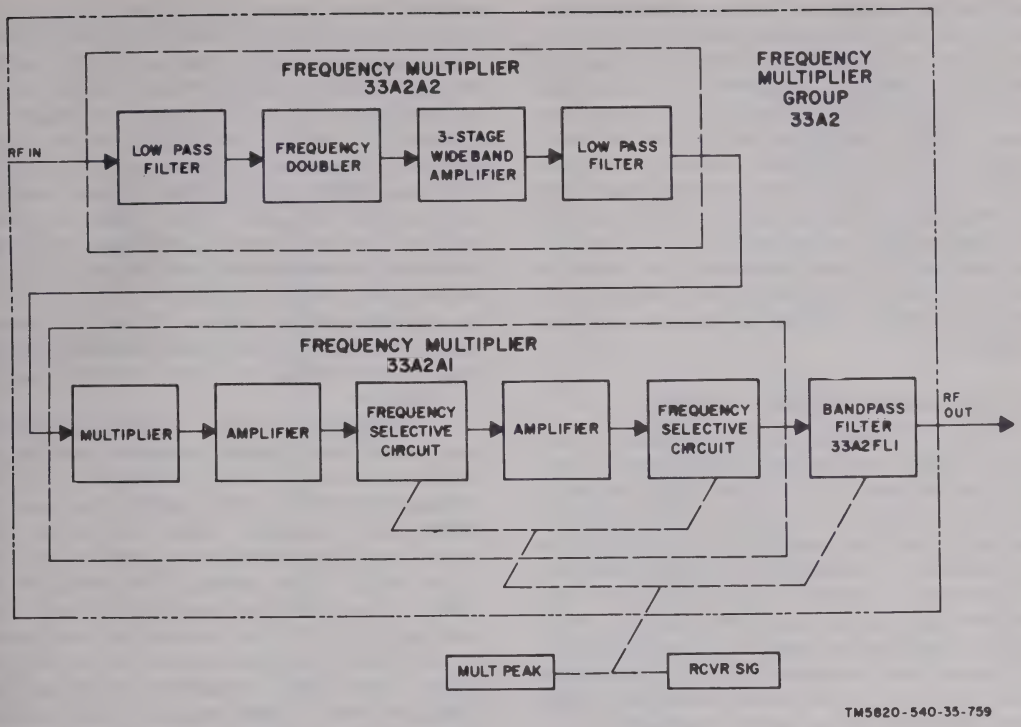

Figure 2–67. Frequency multiplier group 33A2, block diagram.
b. Block Diagram Analysis (fig. 2–67). The RF input in the range of 95 to 145 MHz, at a level of +15 dbm, is fed into the low pass filter section of frequency multiplier 33A2A2 where the unwanted signals are removed. The filtered signal is then fed to the full-wave diode frequency doubler and then amplified in the 3-stage wideband RF amplifier. The output signal in the frequency range of 190 to 290 MHz is filtered again in the low pass filter at the output of 33A2A2. The output of frequency multipler 33A2A2, at a level of +16 dbm ±1.5 dbm, is fed to the multiplier section of the variable multiplier 33A2A1. The multiplier section generates a signal rich in harmonics, which is then amplified and filtered in two separate stages. The frequency selective circuits are ganged to the front panel RCVR SIG and MULT PEAK controls. The tuned circuits select the second or third harmonics, thereby producing a variable frequency 30 MHz higher than the received frequency. The output of 33A2A1 is fed to tunable bandpass filter 33A2FL1 which attenuates the unwanted submultiples of the local oscillator frequency. The bandpass filter is also ganged to the front panel RCVR SIG and MULT PEAK controls (fig. 2–65) and is tuned, with the frequency selective circuits, 30 MHz above the frequency of the received signal.